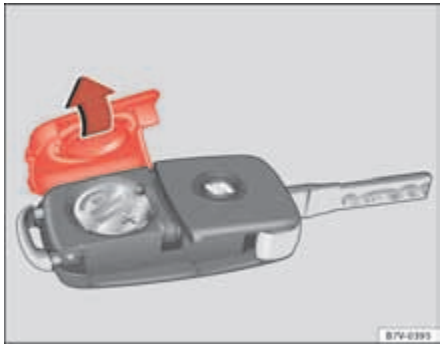

Fig. 44 Vehicle key: battery compartment cover.
The battery is located to the rear of the vehicle key, under a cover ⇒ fig. 44.
- Remove the cover from the back of the vehicle key ⇒ fig. 44 in the direction of the arrow ⇒ ⓘ.
- Fit the battery compartment cover, pressing in the direction of the arrow as shown ⇒ fig. 44 until it clicks into place. ▶